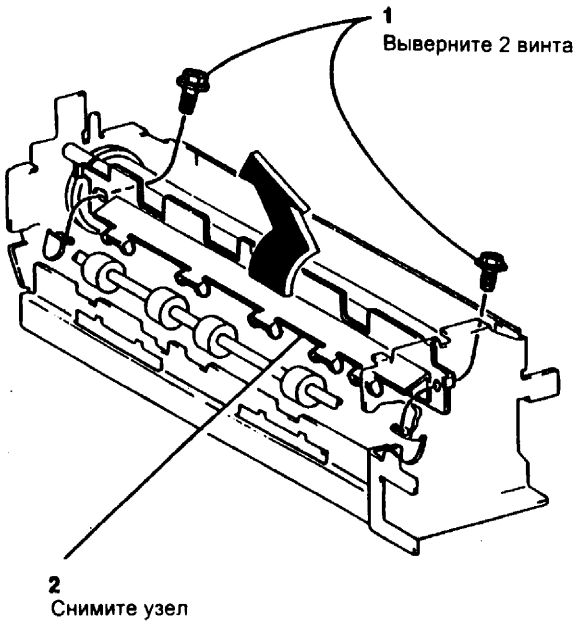

Рис. 1 Снятие узла пальцев отделения прижимного ролика
5. (Рис. 1) Снимите узел пальцев отделения прижимного ролика.